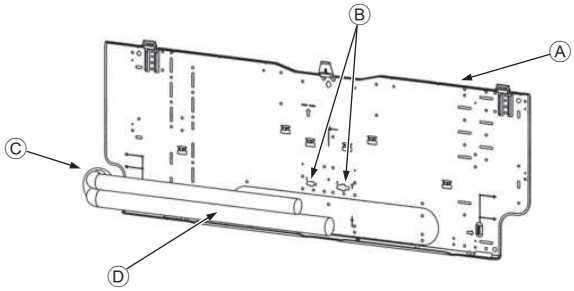

Fig. 3-5
3.3. Lors de l’insertion des tuyaux dans le mur (Fig. 3-5)
- Ⓐ Planche d’installation ①